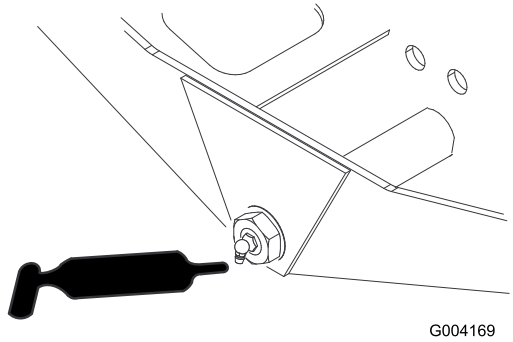

Figur 34
- Axelns styrtapp (1) (Figur 34)